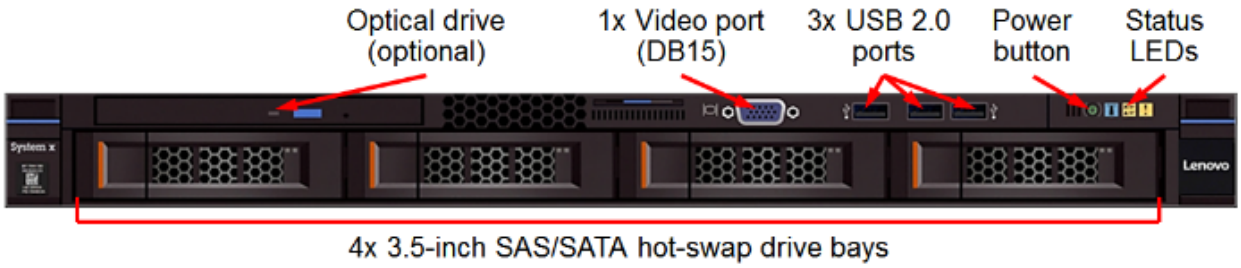

**Figure 5: x3550 M5 with four 3.5-inch drive bays front view**
**Figure 5** shows the front of the System x3550 M5 server with four 3.5-inch drive bays.